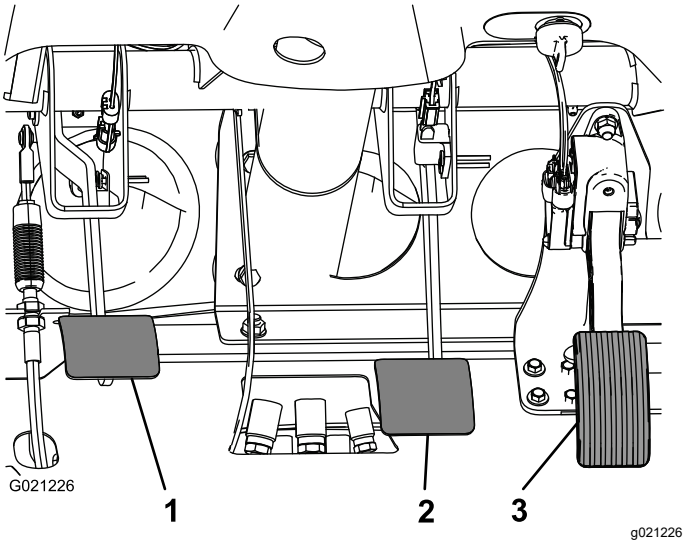

Figur 67
2. Lätta på bromspedalen (Figur 67) tills den vidrör ramen.
3. Lossa låsmuttrarna som håller oket till huvudcylinderaxeln (Figur 67).